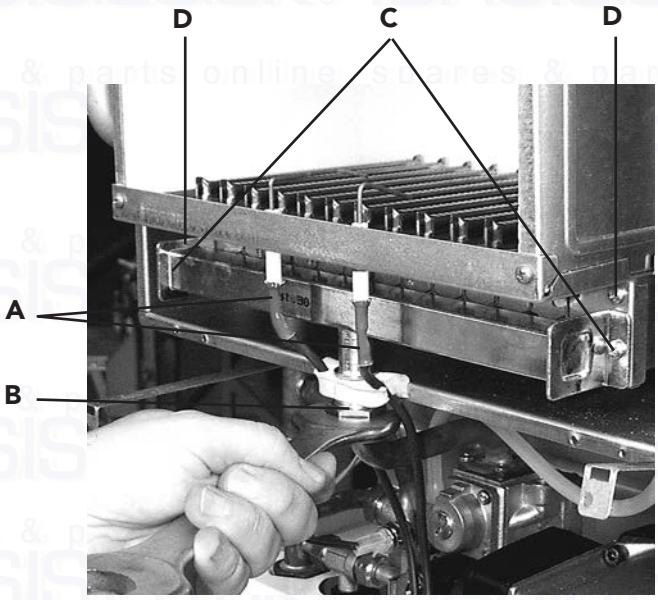

Fig. 33
7.07 Removal of burner (fig. 33)
7.08 Injectors (fig. 33)